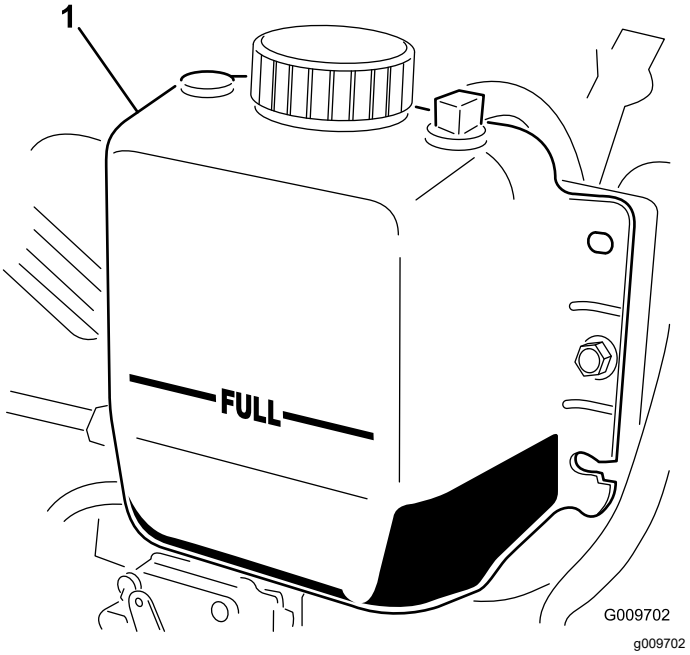

Figur 35
2. Kontroller kjølemiddelnivået i radiatoren. Fyll radiatoren opp til toppen av påfyllingshalsen og ekspansjonstanken opp til FULL-merket (Figur 35).